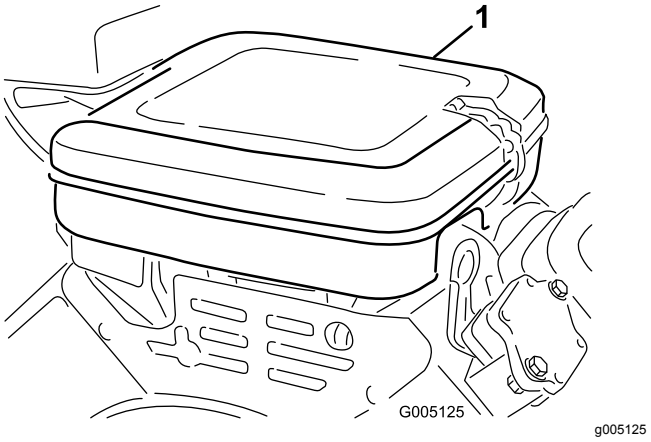

Figura 30
1. Limpie la cubierta del limpiador de aire (Figura 30).